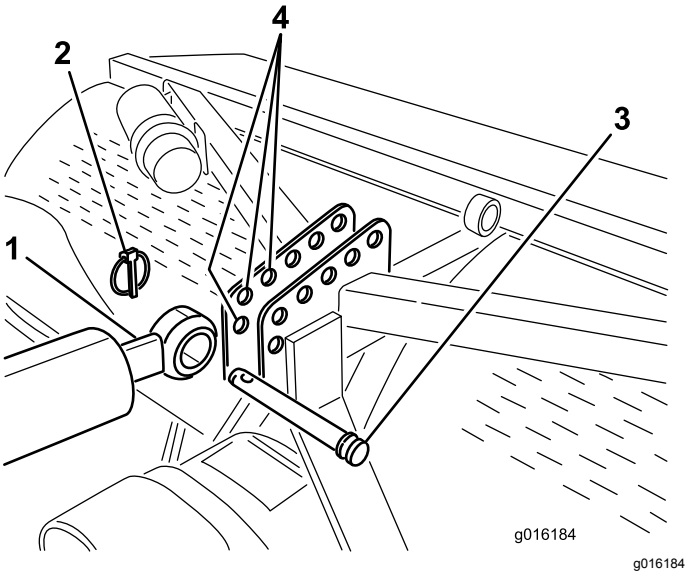
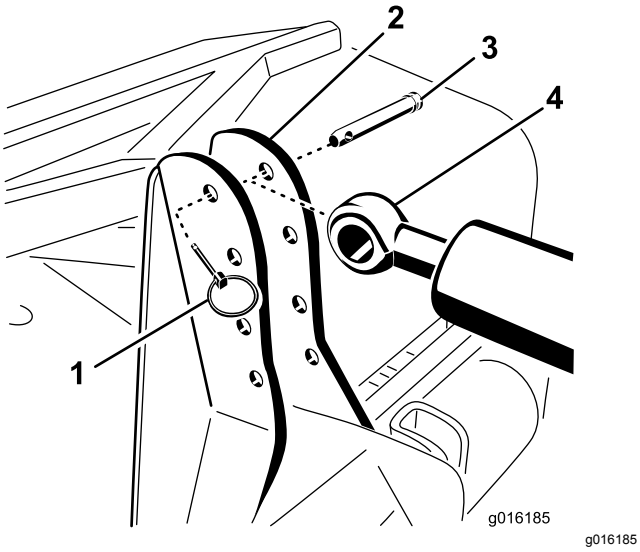

Rysunek 6
Rysunek 7
7. Zamocuj hydrauliczny łącznik górny stroną z tłoczyskiem do najbardziej do przodu wysuniętego otworu we wsporniku aeratora za pomocą sworznia z zawleczką (Rysunek 6 lub Rysunek 7).